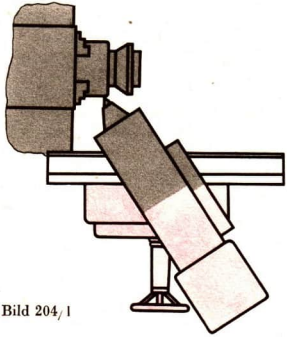

Bild 204/1
3.1. bei der Kopiervorrichtung (siehe Bild 204/1)?